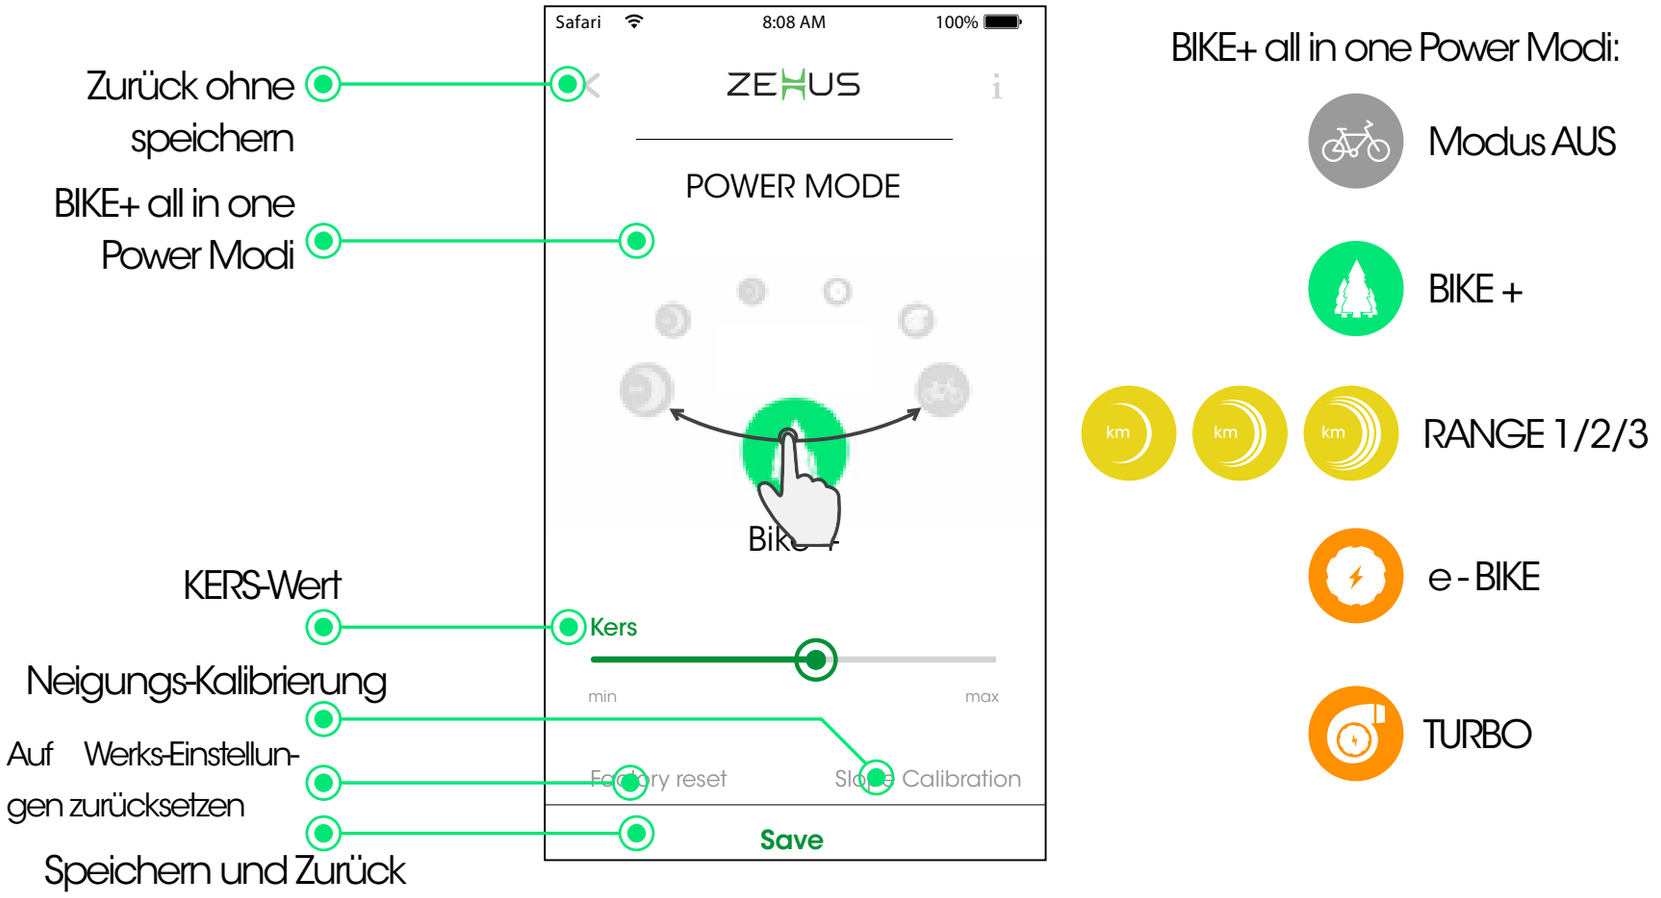
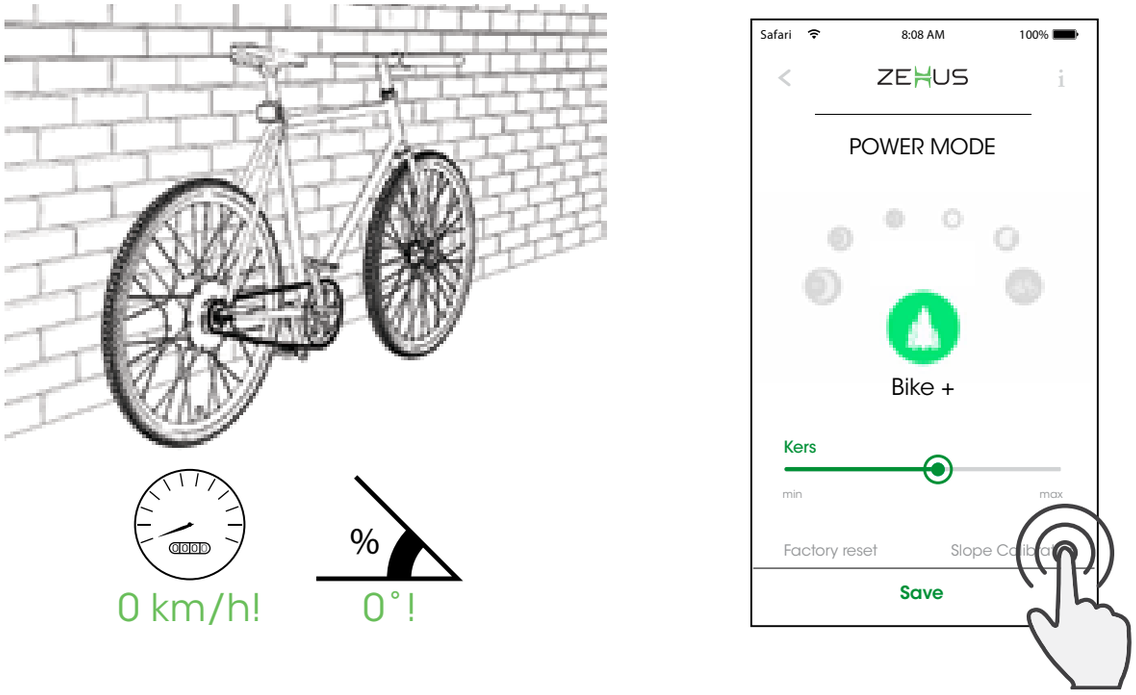

Abbildung 8: Einstellungen unter „Fahren“ und Symbole der Power Modi
Abbildung 9: Kalibrierungs-Vorgang
5.1 Einstellungen bei „Fahren“ (Abbildung 8)
Um den Neigungssensor zu kalibrieren, stellen Sie Ihr Fahrrad bitte auf eine ebene Fläche (0 % Neigung). Tippen Sie auf „Neigungs-Kalibrierung" und geben Sie auf Anfrage ihre PIN ein. Damit startet der Kalibrierungs-Vorgang. Bitte entnehmen Sie weitere Informationen aus Abbildung 8 und Abbildung 9.